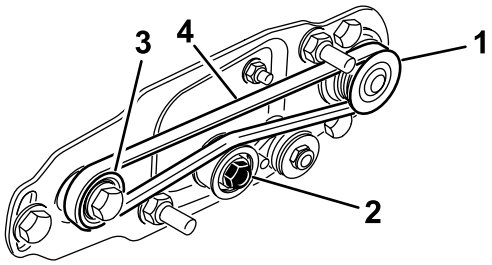

**Figur 26**
A. Dra remmen runt **driv**skivan och sedan över mellanremskivan (Figur 26).
B. Starta remmen på den **drivna skivan** (Figur 26).